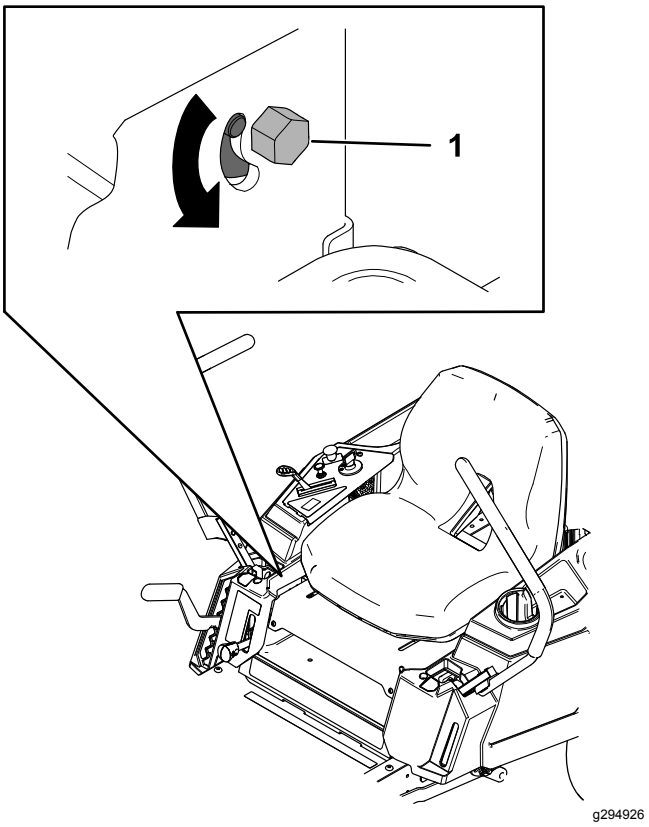

Figur 52
3. Find bolten til sporingsjustering i nærheden af bevægelseshåndtaget på den side, der skal justeres (Figur 52).